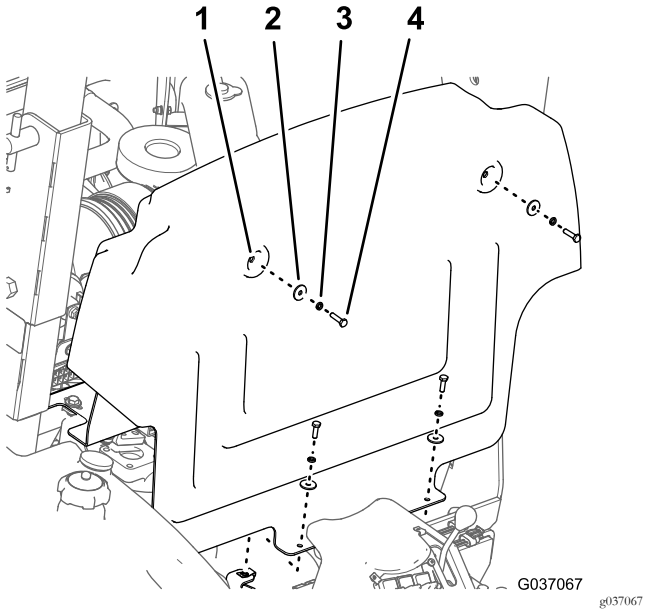

Figur 28
1. Fjern de fire boltene (6 x 25 mm), fire låseskivene (6 mm) og fire flate skivene (6 mm) som fester chassisets skilleveggpanel til maskinen (Figur 28).
2. Flytt panelet opp og frem, og fjern det fra maskinen (Figur 28).
1. Innrett de fire hullene på skilleveggpanelet med de fire klipsmutterne på chassiset. Se Figur 28.
2. Fest skilleveggpanelet til maskinens chassis med fire bolter, fire låseskiver og fire flate skiver. Se Figur 28.